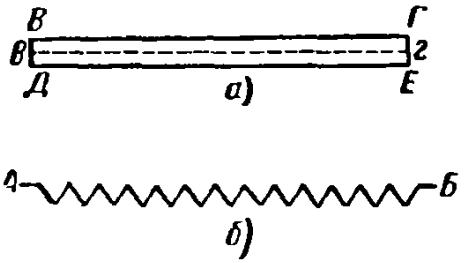

Рис. 51
1) острым концом ножа № *2* сделать вертикальный надрез глубиной 3 *мм* по линии *бг* (рис. 51, *а);*
В результате вырезания граней получатся смежные канавки глубиной 3 *мм* (рис. 51,6).